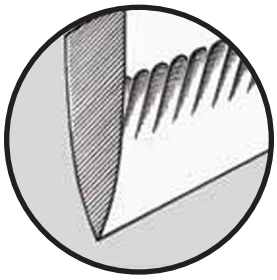

Rysunek 9.Większa wypolerowana faseta jest idealna do przygotowania wykwintnych dań.
Tam gdzie potrzebne są jak najbardziej gładkie nacięcia, aby przygotować gładkie kawałki owoców i warzyw należy ostrzyć nóż należy ostrzyć na stanowisku 2 2 (lub na stanowisku 1 i 2 jak opisano w instrukcji powyżej) i wykonać dodatkowe pociągnięcia na stanowisku 3. Trzy (3) lub więcej naprzemiennych pociągnięć w lewej i prawej szczelinie stanowiska 3 udoskonali trzecie wyżłobienie i stworzy niezwykle gładkie i ostre ostrze, (Rysunek 9) idealne dla znamienitych szefów kuchni.